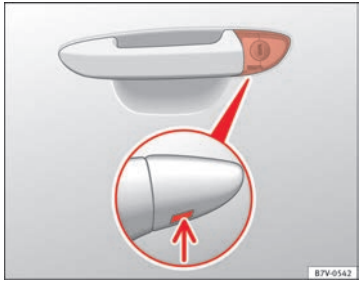

Fig. 54 Driver door lever: Hidden lock cylinder
- Insert the key shaft into the opening in the cover on the driver door handle from below ⇒ Fig. 54 (arrow) then remove the cover upwards.